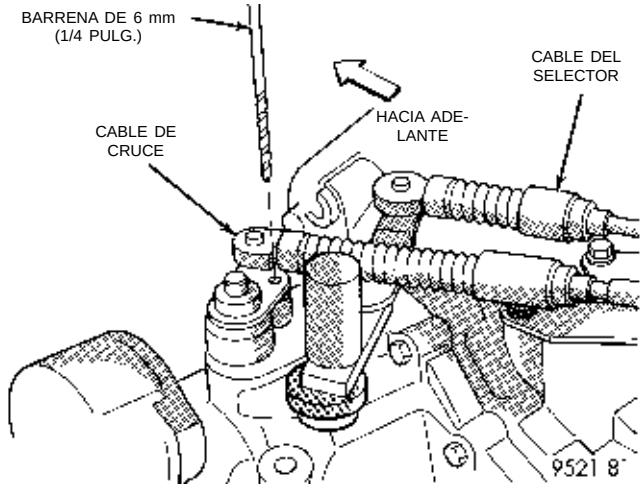

Fig. 140 Procedimiento de bloqueo de la palanca de cruce
(3) Bloquee la palanca de cruce del transeje en la posición de punto muerto de 3-4 mediante una barrena de 6 mm (1/4 pulg.). Alinee el orificio de la palanca de cruce con el del tope de la caja del transeje (Fig. 140). Asegúrese de que la barrena entra en la caja del transeje al menos unos 13 mm (1/2 pulg.).